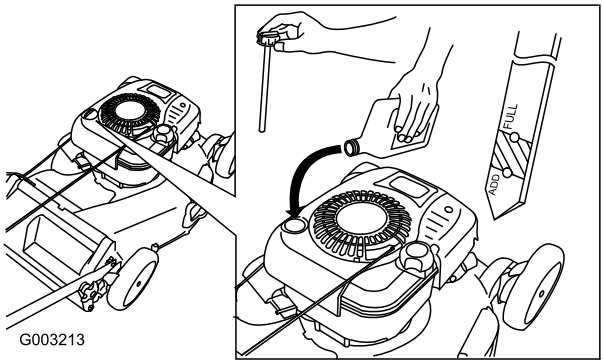

Figur 37
4. Fyll **långsamt** på olja i påfyllningsröret tills nivån når markeringen **Full** på oljestickan (Figur 37). **Fyll inte på för mycket.** (Maximal påfyllning: 0,77 l, typ: SAE 30W renad olja med API-klassificering SF, SG, SH, SJ, SL eller högre.)